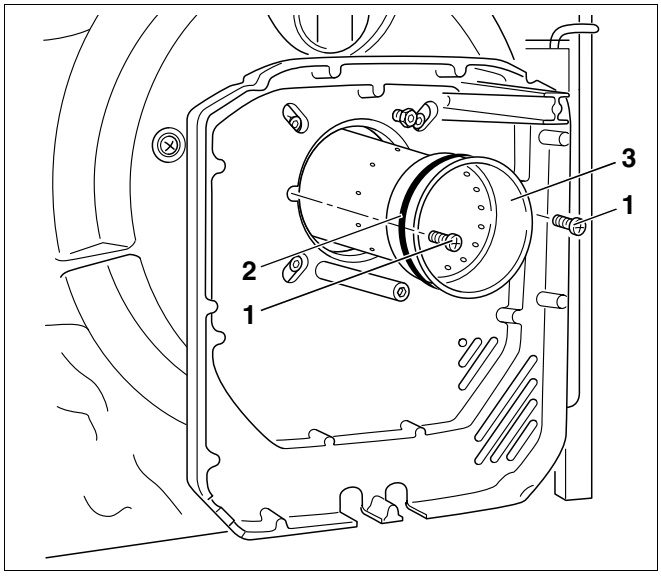

Fig. 52 Sostituire il boccaglio e controllare la guarnizione
- Allentare le due viti di fissaggio (fig. 52, **pos. 1**).
- Montare un nuovo boccaglio (fig. 52, **pos. 3**) e l'O-Ring (fig. 52, **pos. 2**).